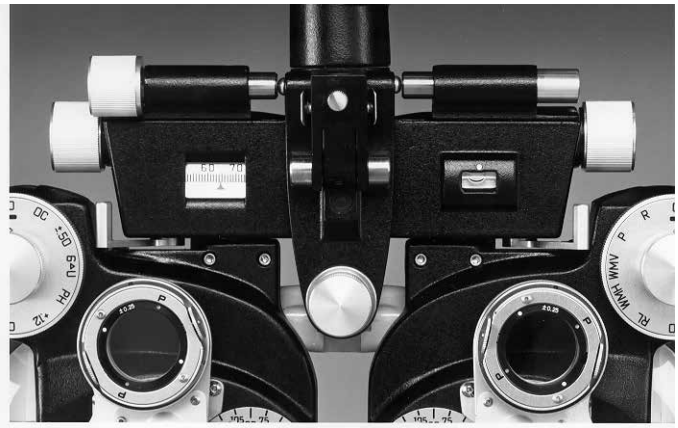

Abbildung TM-1 Vergenzhebel außen (Distanztests)
1. Alle Distanztests (statische Skiaskopie, subjektive Phorometrie) werden normalerweise mit den Vergenzhebeln in der äußersten Position durchgeführt. Siehe Abbildung TM-1.